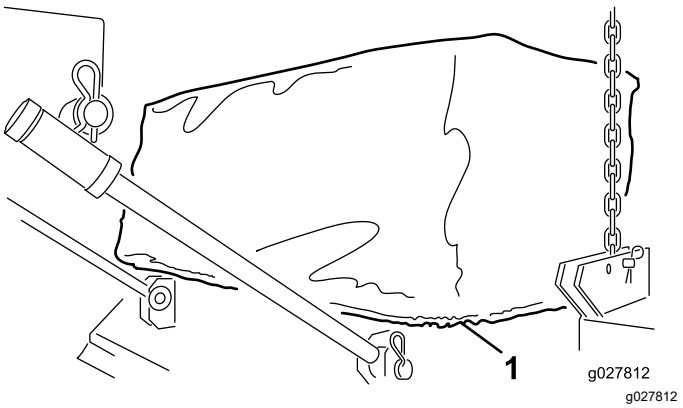

Figur 4
4. Monter lærredsringen om kanten på Versa Vac-enheden og skjoldåbningerne (Figur 4).